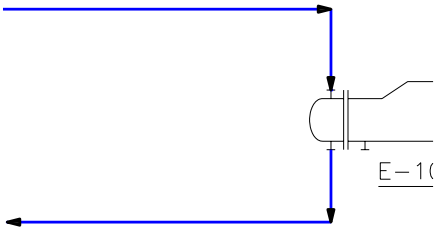

Figure 2-49 The steam inlet line and condensate line of the heat exchanger
12. Similarly, create lines connecting the other two nozzles (steam inlet and outlet nozzles) of the heat exchanger, as shown in Figure 2-49. Next, assign tags **6”-CS150-P-2000** and **3”-CS150-SC-2002** to steam inlet line and condensate lines, respectively.